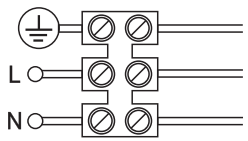

Рис. 2
4. Присоедините подготовленные концы проводов к проводам светильника L, N, ⏚ способом, допустимым «Правилами устройства электроустановок» (Рис. 2).
4. З'єднайте підготовлені кінці проводів до проводів світильника L, N, ⏚ способом допустимим «Правилами упаштування електроустановок» (Рис. 2).